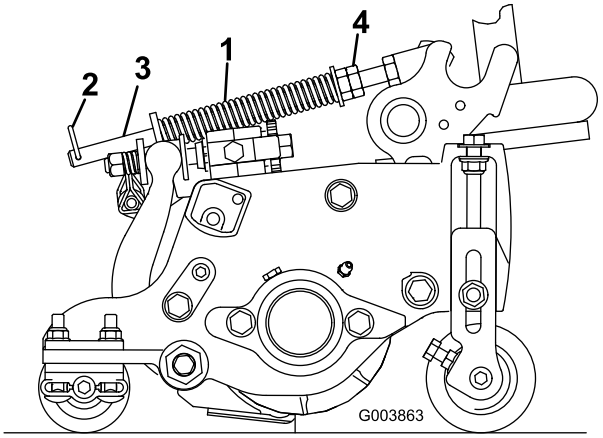

Figur 14
Plænekompensationsfjederen (Figur 14) overfører vægt fra forrullen til bagrullen. Dette medvirker til at reducere dannelsen af et bølgemønster i plænen, også kaldet ondulation.
1. Sørg for, at låseclipsen er monteret i det bageste hul i fjederstangen (Figur 14).
2. Stram sekskantmøtrikkerne på fjederstangens forende, indtil fjederens sammentrykkede længde er 15,9 cm. (Figur 14